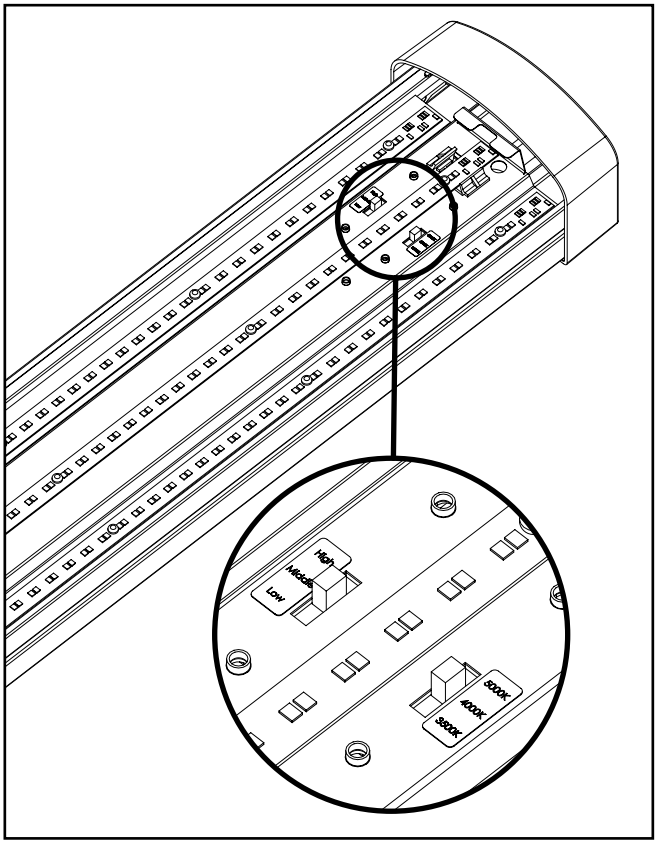

Figure 12.
1. Deux commutateurs sont situés dans le haut du support d'appareillage (figure 12). L'un est pour l'interrupteur TC et l'autre pour les lumens. Les options d'interrupteur TC et de lumens doivent être sélectionnées avant l'installation de la lentille.